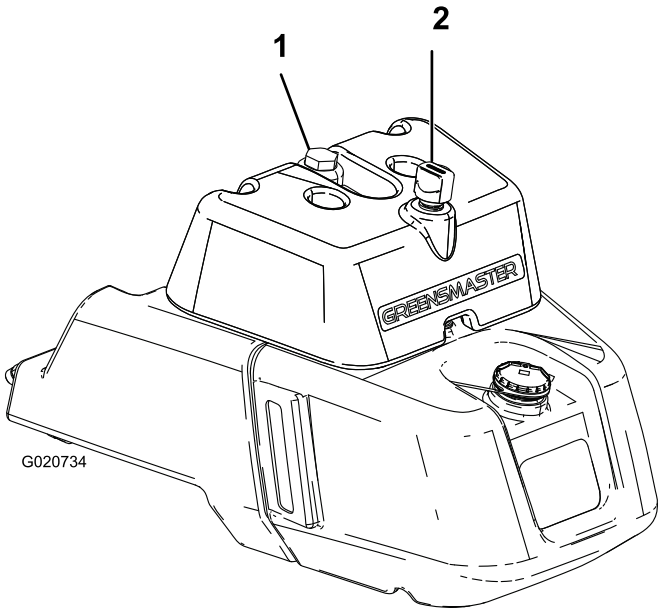

Figur 27
2. Fjern hætten fra beholderen (Figur 27).